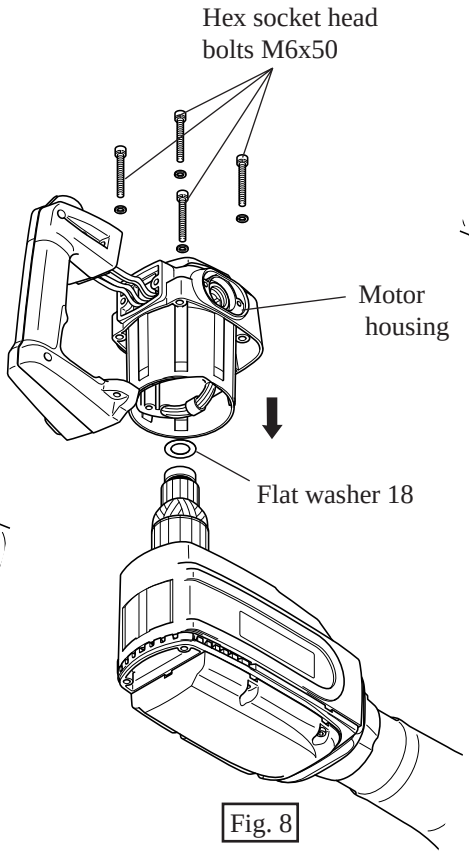

Fig. 8
(2) Make sure that flat washer 18 has been previously mounted in the bearing assembling hole of motor housing (rear cover side). Mount motor housing to crank housing by pressing. Fasten it with hex socket head bolts M6x50. See Fig. 8.